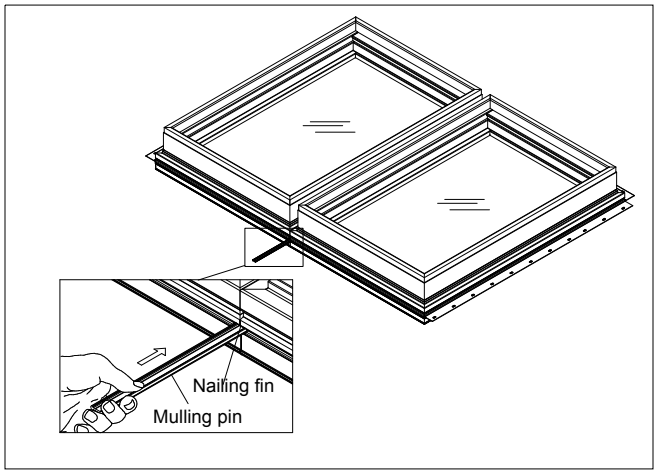

**Figure 10**
5. Slide aluminum mulling pin into nailing fin/drip cap kerf. Make sure mulling pin is recessed at least 1/4″ (6) on each end to allow for sealant placement and horizontal mulling pin application later. See figure 10.